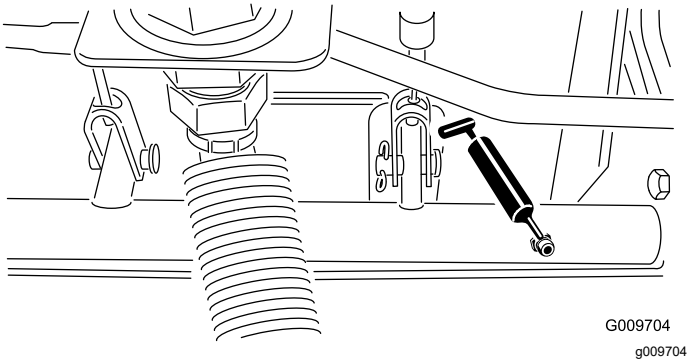

**Figuur 81**
- Lagers van draaipunt van remas (5); zie Figuur 81